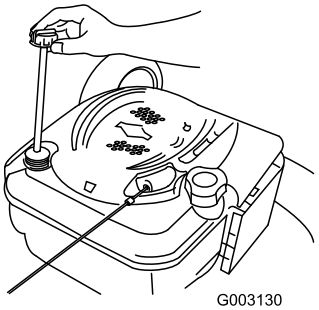

Figura 34
2. Retire la varilla (Figura 34).